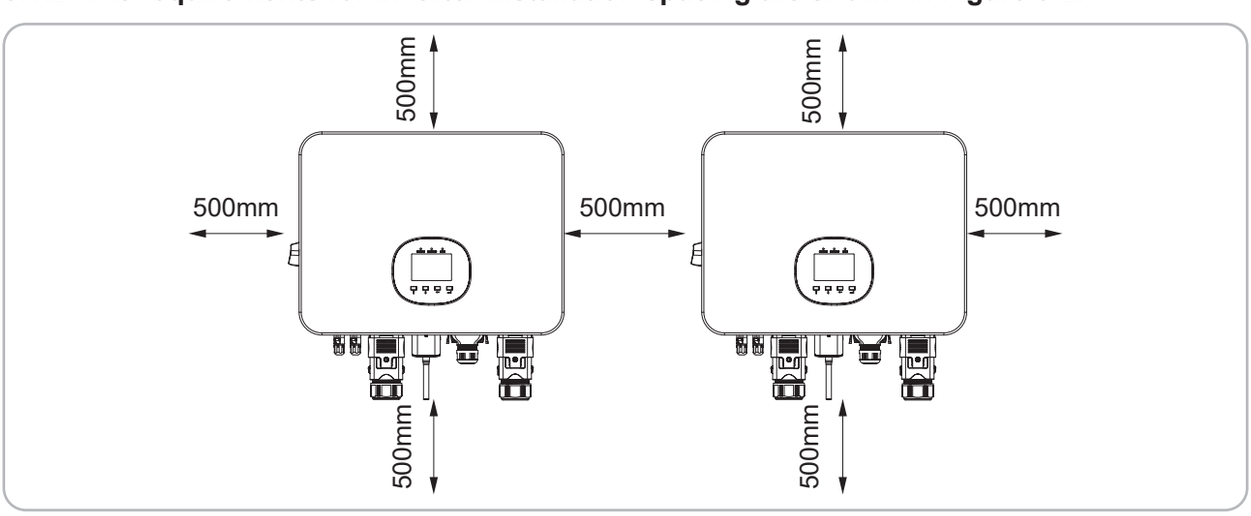

Figure 3-2 Recommended installation space
3.1.2 The requirements for inverter installation spacing are shown in Figure 3-2: